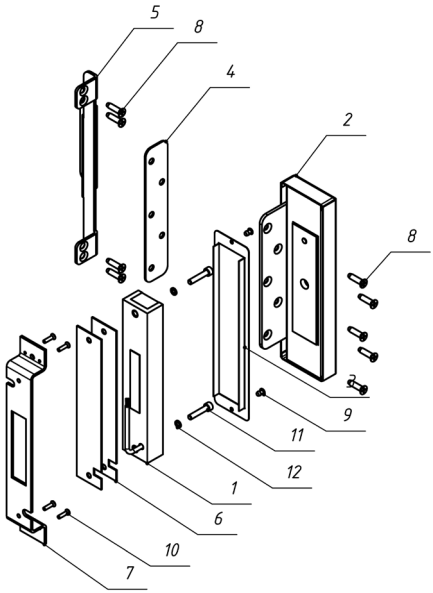

Рисунок 1 – Комплект поставки замка ALM-350FTL
3.1 В комплект поставки замка **ALM-350FTL** (рисунок 1) входят:
- корпус (1) ..... -1 шт.
- якорная часть в сборе (2) ..... -1 шт.
- декоративная планка (3) ..... -1 шт.
- пластина якорной части (4) ..... -1 шт.
- ручка (5) ..... -1 шт.
- пластина корпуса (6) ..... -2 шт.
- кронштейн (7) ..... -1 шт.
- саморез потайн. 6,35x25 сверло (8) ... -9 шт.
- заклепка вытяжная (4x10) (9) ..... -2 шт.